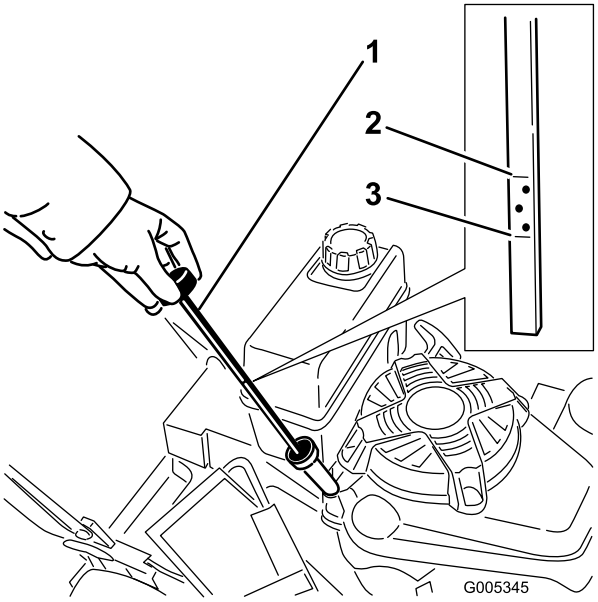

Figuur 12
Controleer voor elk gebruik of het oliepeil tussen de markeringen Bijvullen en Vol op de peilstok staat (Figuur 12).
2. Maak de omgeving van de peilstok schoon (Figuur 12).
6. Lees het oliepeil af van de peilstok (Figuur 12).